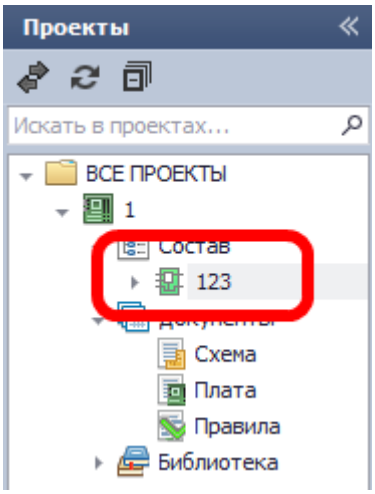

Рис. 571. Завершение создания блока
4. Завершить создание блока, нажав кнопку «Создать», расположенную в нижней части окна, см. Рис. 571.